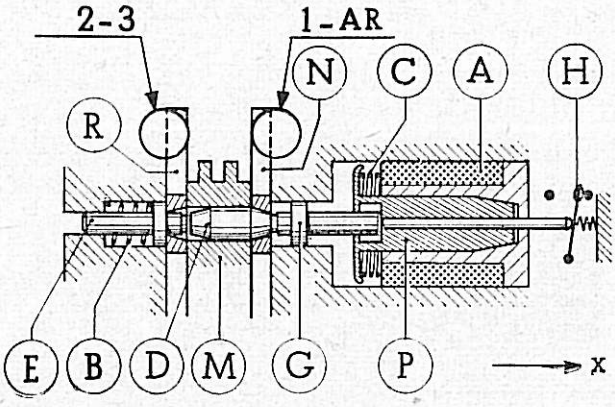
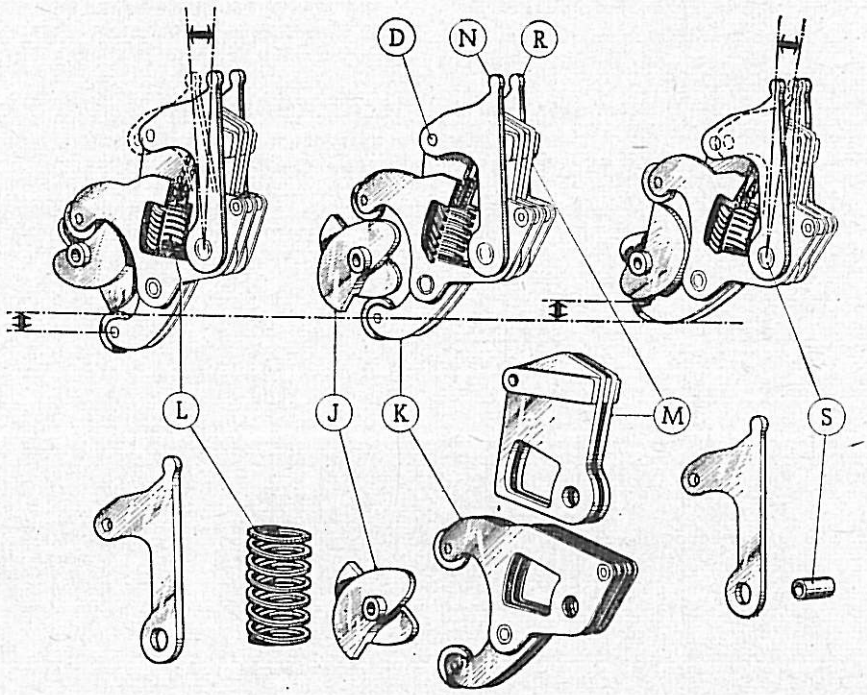

Fig. 14. — Sélecteur - Electro-aimant alimenté
Fig. 17. — Dispositif mécanique de sélection
A. — **Avec l'électro-aimant excité,** il solidarise le baladeur (M) et le levier (N) de l'axe 1re-AR (fig. 14).
1° **Electro-aimant alimenté** (position indiqué sur la figure 14).
Lorsque la sélection est terminée, le contact (H) (fig. 14) en bout de l'électro-aimant de sélection autorise l'alimentation du moteur. Celui-ci se trouve donc alimenté et les engrenages de démultiplication qu'il commande entrainent la double came (J) (fig. 17).